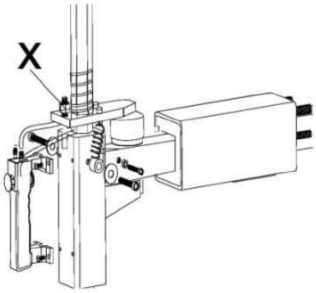

Rys. 18
- Po 20 dniach użytkowania dokręć śruby mocujące pod talerzem obrotowym (Rys. 18).